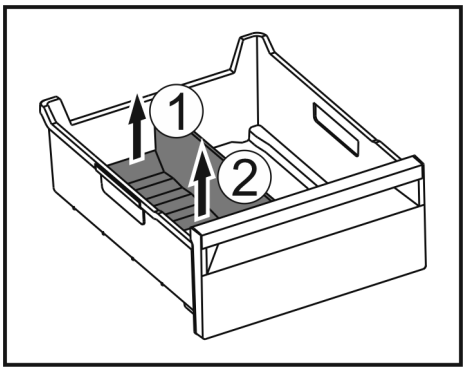

Fig. 243
▶ Ridicați partea posterioară a separatorului pentru compartimentul de gheață. *Fig. 243 (1)*
▶ Scoateți separatorul pentru compartimentul de gheață în sus. *Fig. 243 (2)*